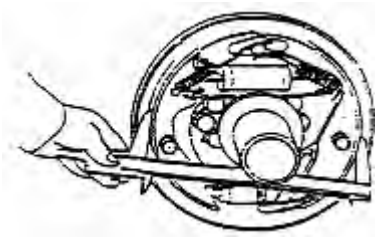

figure 2-29
(10) Connect brake oil pipe to sub-pump
(11) Measure inner diameter of brake drum and outer diameter of brake shoe, regulate adjustor, make the difference subtracting inner diameter from outer diameter equals 0.3mm-0.5mm.See figure 2-29